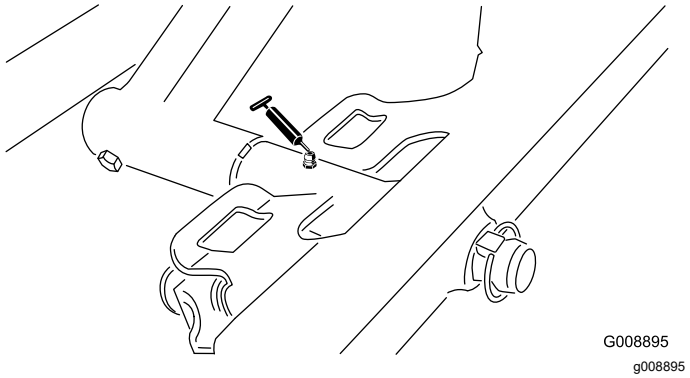

Figur 61
- Forreste klippeenheds drejetap (Figur 61)